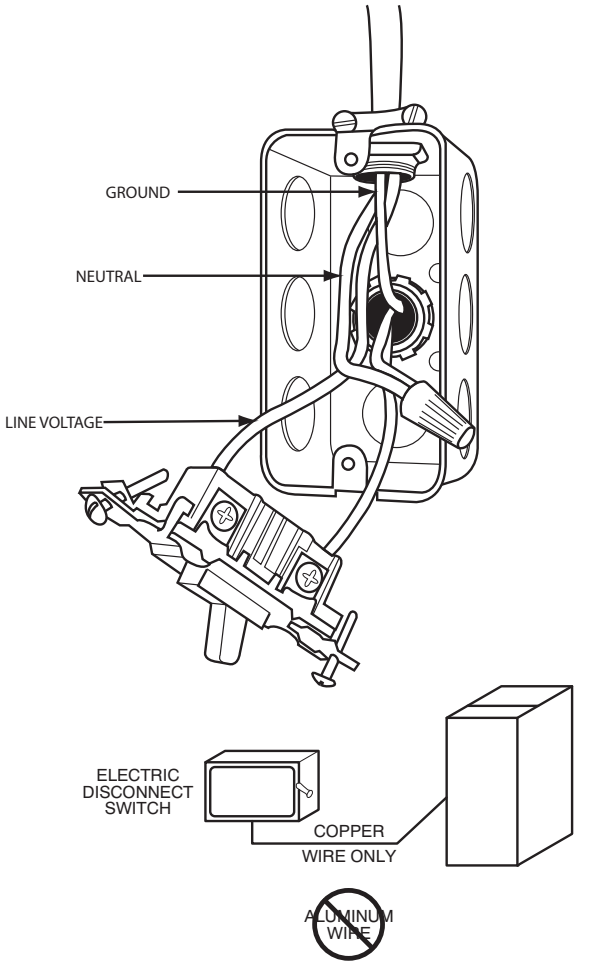

**Fig. 32 - Field-Supplied Electrical Box on Furnace Casing**
Do not connect aluminum wire between disconnect switch and furnace. Use only copper wire. See Fig. 32.
1. Fasten a field-supplied external electrical box to the outside of the casing by driving two field-supplied screws from inside electrical box into casing. (See Fig. 32.)
9. Complete external disconnect wiring and installation. Connect line voltage leads as shown in Fig. 32. Use best practices (NEC in U.S.A. for wire bushings, strain relief, etc., CANADA: Canadian Electrical Code CSA C22.1)